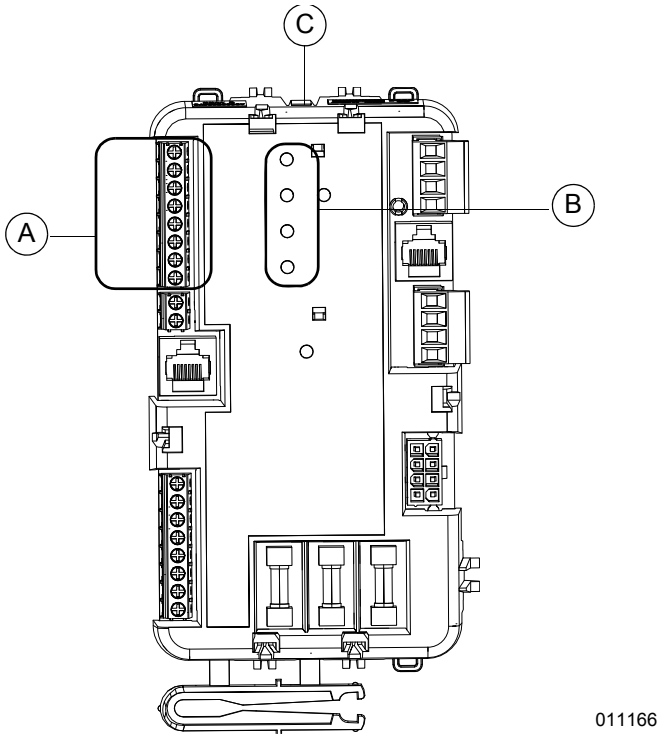

Figura 2-2. Controlador del ATS PWRcell
Consulte la ***Figura 2-2***. Las prioridades A/C 1 a 4 (A) tienen conexiones para un climatizador. No se requieren equipos adicionales para controlar un climatizador. Los relés internos normalmente cerrados interrumpen la señal de control de 24 V CA del termostato para desactivar la carga del climatizador.
Consulte la ***Figura 2-2***. El controlador posee un botón de prueba (C) que se usa para simular una condición de sobrecarga. Este botón funciona incluso cuando la señal de transferencia está inactiva.